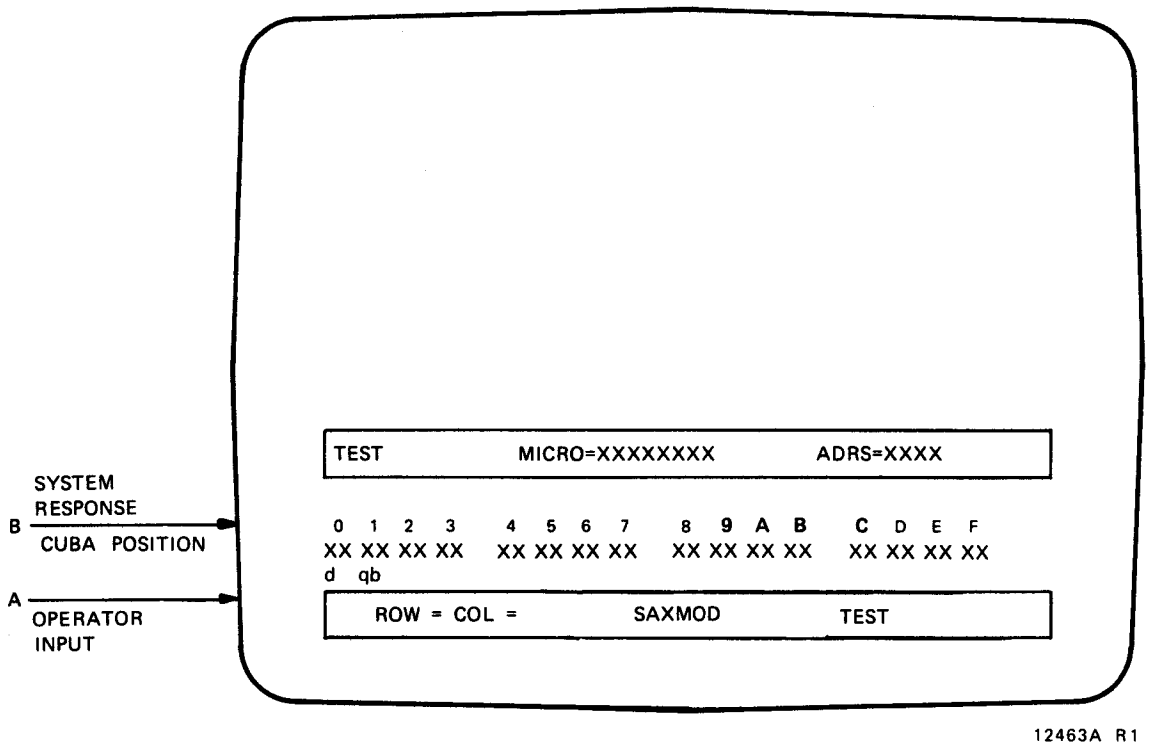

Figure 2-6. Input Output Microprocessor Control Unit Bit Array (CUBA) Display
4. The IOMP CUBA is displayed on the console screen as illustrated on figure 2-6.